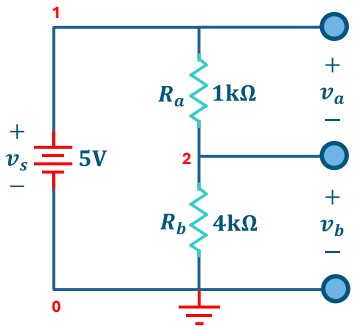

Figura 23. Circuito divisor de voltaje para describirse en el editor de texto de LTspice
Se procede a describir el circuito de la Figura 23 en el editor de texto que ofrece el programa LTspice, mismo circuito que se montó de manera esquemática. A continuación, se describen los pasos para describir el circuito:
g) **Numere los nodos**: enumere los nodos en el circuito como se muestra en la Figura 23 teniendo en cuenta que la tierra será el nodo cero (0).